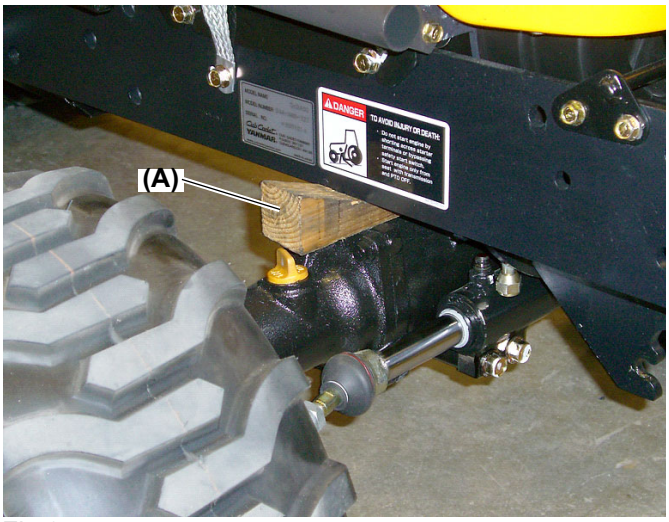

Fig.3
3. When separating the transmission, be sure to lock the front axle with a wedge (Fig. 3, (A)) to prevent the machine from tilting side to side.